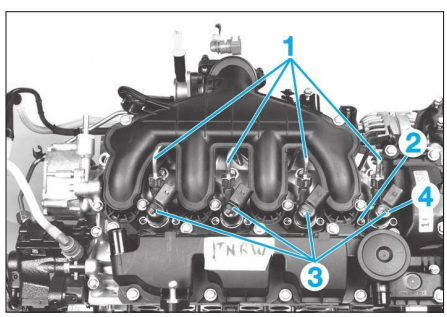

**Fig. 35**
- les canalisations haute pression (1) **(Fig.35)**,
• Dévisser les brides (2) des injecteurs (3).